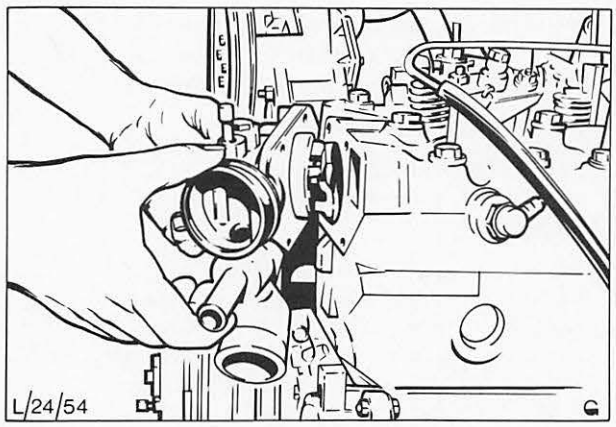

Abb. 35 Wasserpumpe abnehmen
12. Befestigungsschrauben (5) der Wasserpumpe lösen und Pumpe vom Zylinderkopf abnehmen, Abb. 35.